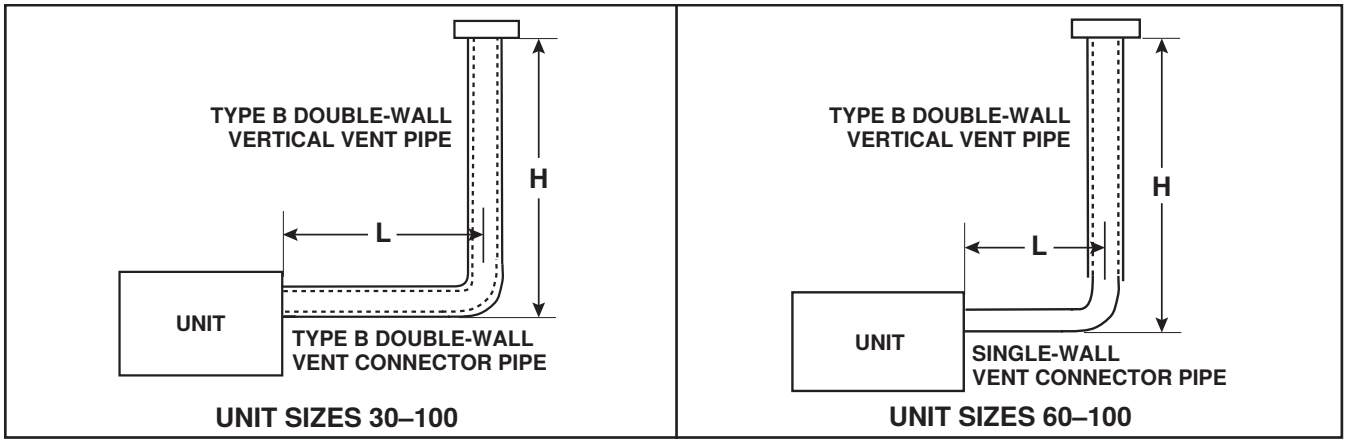

**Figure 13. Typical Category I Dedicated Vent (Refer to Table 15)**
1. Select vent pipe and vent connector for Category I vent (see **Figure 13**).
*See Figure 13. H = vertical vent pipe length. L = maximum permitted horizontal vent connector length.